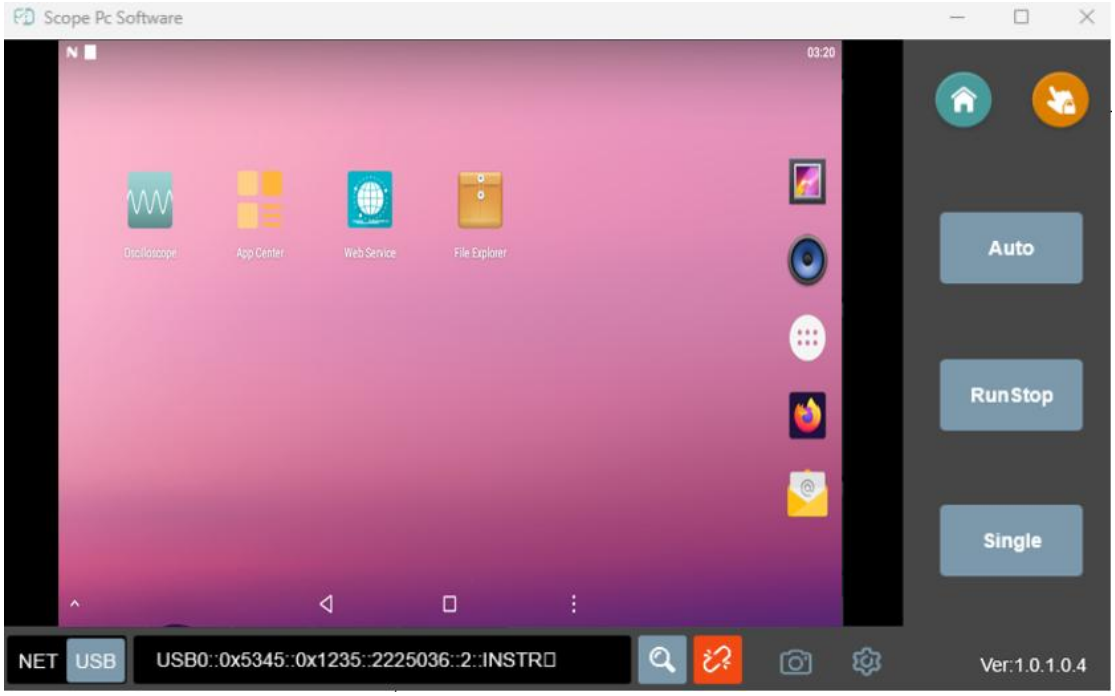

Figure 2-17
4、After connecting successfully,you will enter the instrument interface,as shown in Figure 2-17.